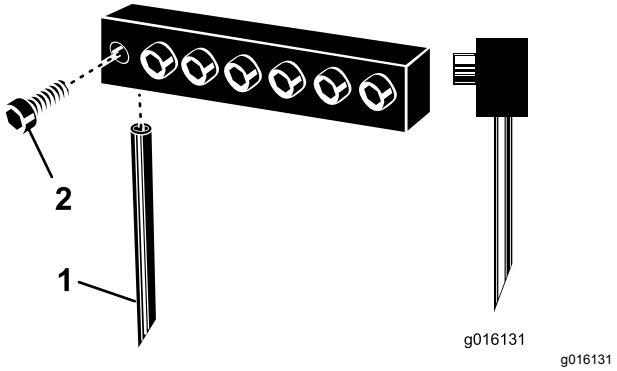

Figur 30
3. Lossa klämbultarna och ta bort de luftarpinnar som användes tidigare (Figur 30).
Obs: Ihåliga hålpipor ska placeras med utmatningsskåran bakåt, medan solida luftarpinnar ska vara vända med den vinklade pinnspetsen mot maskinen (Figur 30).